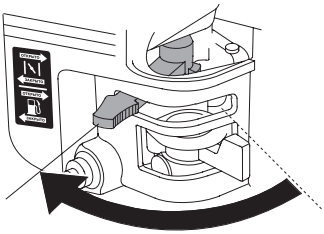

Рис. 22. Рычаг управления воздушной заслонкой
3. Закройте воздушную заслонку карбюратора. Для этого переведите рычаг управления воздушной заслонкой в крайнее левое положение (Рис. 22).